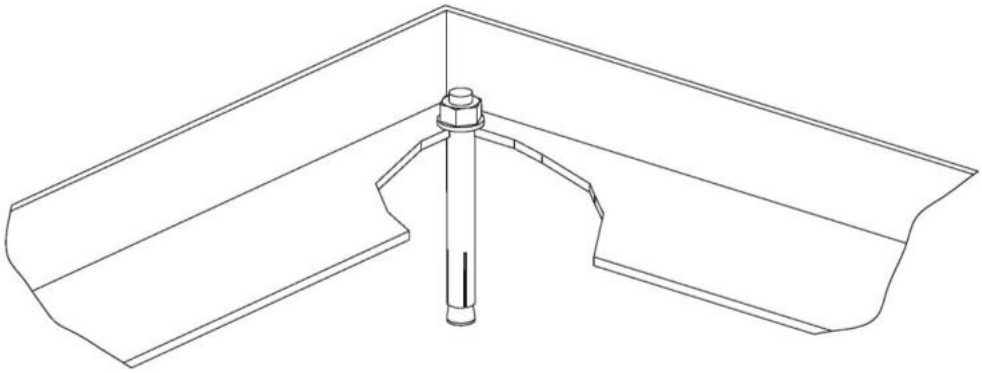

Figure 7 Anchor Bolt Detail
1. Inside the base frame are four (4) 19mm holes for lagging the unit securely to the floor. Using the four (4) holes as a template, drill a 16mm diameter hole, 90mm minimum depth at each location. The floor surface should be level and the drilled holes perpendicular to the floor. If required, shift the position of the lift with a forklift to allow room for drilling, then drill. When complete, reposition the lift.
2. As detailed in Figure 7, prepare the M12mm diameter x 120mm long anchor bolts by assembling the washer and nut on the anchor bolt. The nut should be screwed onto the anchor bolt approximately 1/2 the nut height. Drive the assembled anchor through the mounting hole into the concrete until the washer is flush with the top of the anchor plate. Expand the anchor shield by tightening the nut three (3) to five (5) turns. Repeat step 2 for the remaining anchors. NOTE: Make sure the underside of the base frame surface is fully supported with shims or concrete grout.